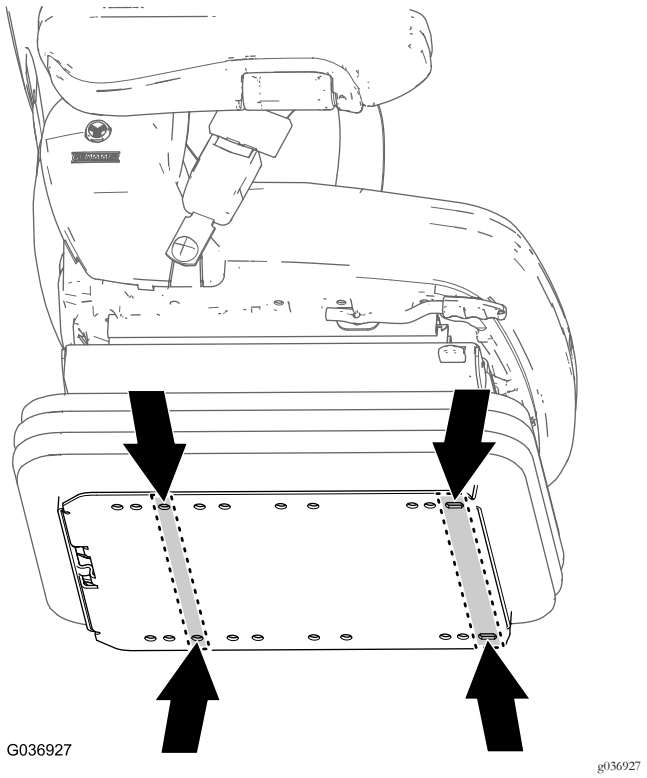

Figura 13
1. Na placa inferior do banco novo, localize os orifícios de montagem do banco da sua máquina (Figura 13).